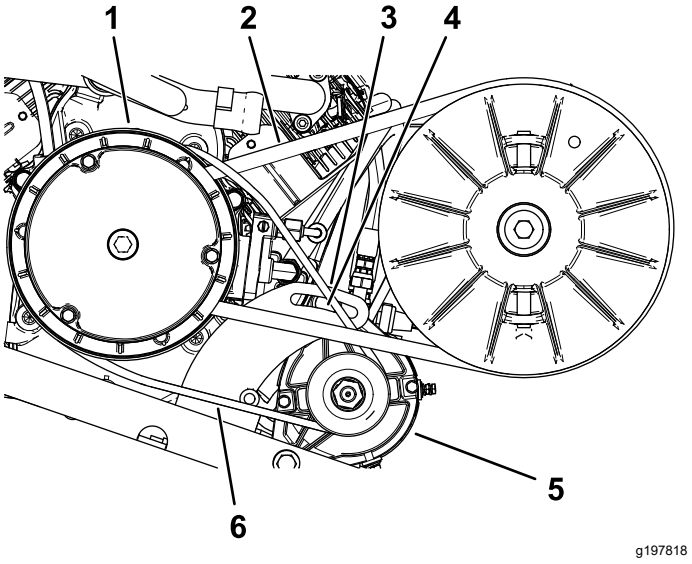

Figuur 70
2. Draai de ankerbout van de dynamo van de starter los (Figuur 70).
4. Duw het breekijzer naar beneden om de starter omlaag in de sleuf te draaien tot de riem niet meer dan 6 mm doorbuigt als u een kracht van 44 N·m uitoefent (Figuur 70).
5. Draai de kantelmoer met de hand vast en verwijder het breekijzer (Figuur 70).